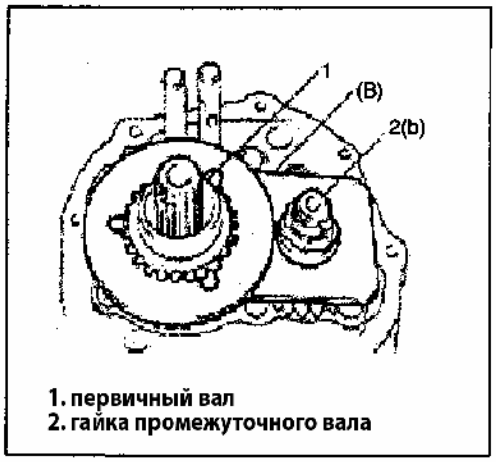

Рис. 409
7) Установите гайку промежуточного вала и затяните ее требуемым моментом (Рис. 409).